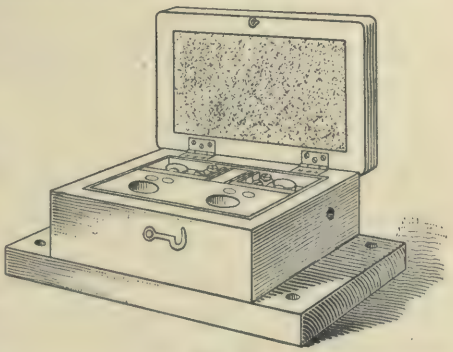
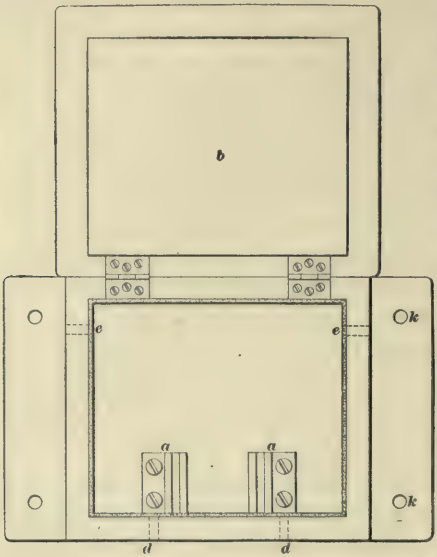
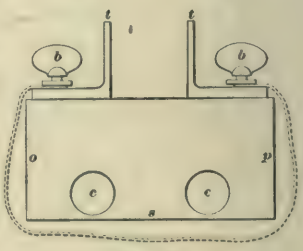

FIG. 40.
FIG. 41.
FIG. 42.
**38. The Westinghouse Fuse Box.**—Fig. 40 shows a perspective view of a Westinghouse car fuse box, and Figs. 41 and 42 give an idea of how the removable block which takes the fuse wire is constructed. Fig. 41 shows the fuse box with the lid open; *a*, *a* are the two castings which receive the two ends of the trunk wiring, through holes *d*, *d*, and they are provided with switch blades to take the tongues *t*, *t* in Fig. 42. The box, and also part *b* of the cover, is lined with asbestos so that the blowing of the fuse will not
set the wooden case on fire. Holes *e*, *e* give the hot air and gases a chance to escape so that when a fuse blows, the lid of the box may not be blown off. Holes *k* are for the screws which hold the fuse box up against the platform stem under the car. Fig. 42 shows the removable block to which the fuse wire is attached as indicated by the dotted line; *t*, *t* are the two switch tongues which press into the spring jaws *a*, *a* of Fig. 41; *b*, *b* are the two thumbscrews by means of which the ends of the fuse wire are secured; *c*, *c* are two finger holes used to withdraw the block when it is necessary to put in a fuse. This fuse box has the great advantage that a fuse can be put in without any danger of getting a shock, even though the trolley pole may be left on and both canopy switches left in. To put a fuse in a Westinghouse fuse box, insert two fingers in finger holes *c*, *c*, Fig. 42, draw out the whole block and loosen up the thumbscrews *b*, *b*; next, make a hook in one end of the fuse wire, pass the hook under one thumbscrew and screw the thumbscrew down with the hand; do not screw it down with a pair of pliers, because the next man that gets the car may not have a pair of pliers and will be unable to get the nut loosened should he find it necessary to put in a fuse. The fuse wire is then passed all round the
block, as shown by the dotted line in Fig. 42, and its end secured under the other screw. The figure shows the fuse wire to be loose, in order that it may be more easily seen; as a fact, the three sides *o*, *s*, *p* have a groove cut in them, and the wire is drawn down into this groove.